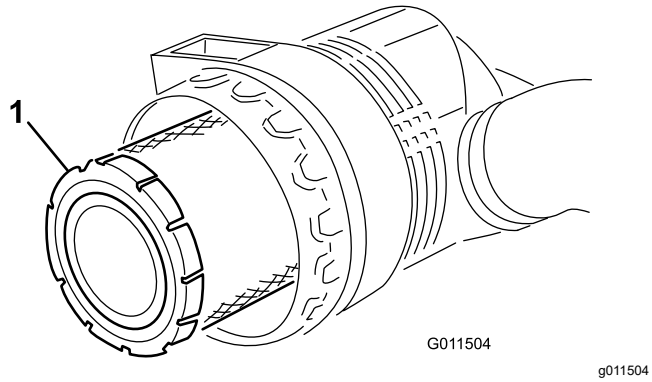

Figur 86
5. Ta bort och byt ut huvudfiltret (Figur 86).